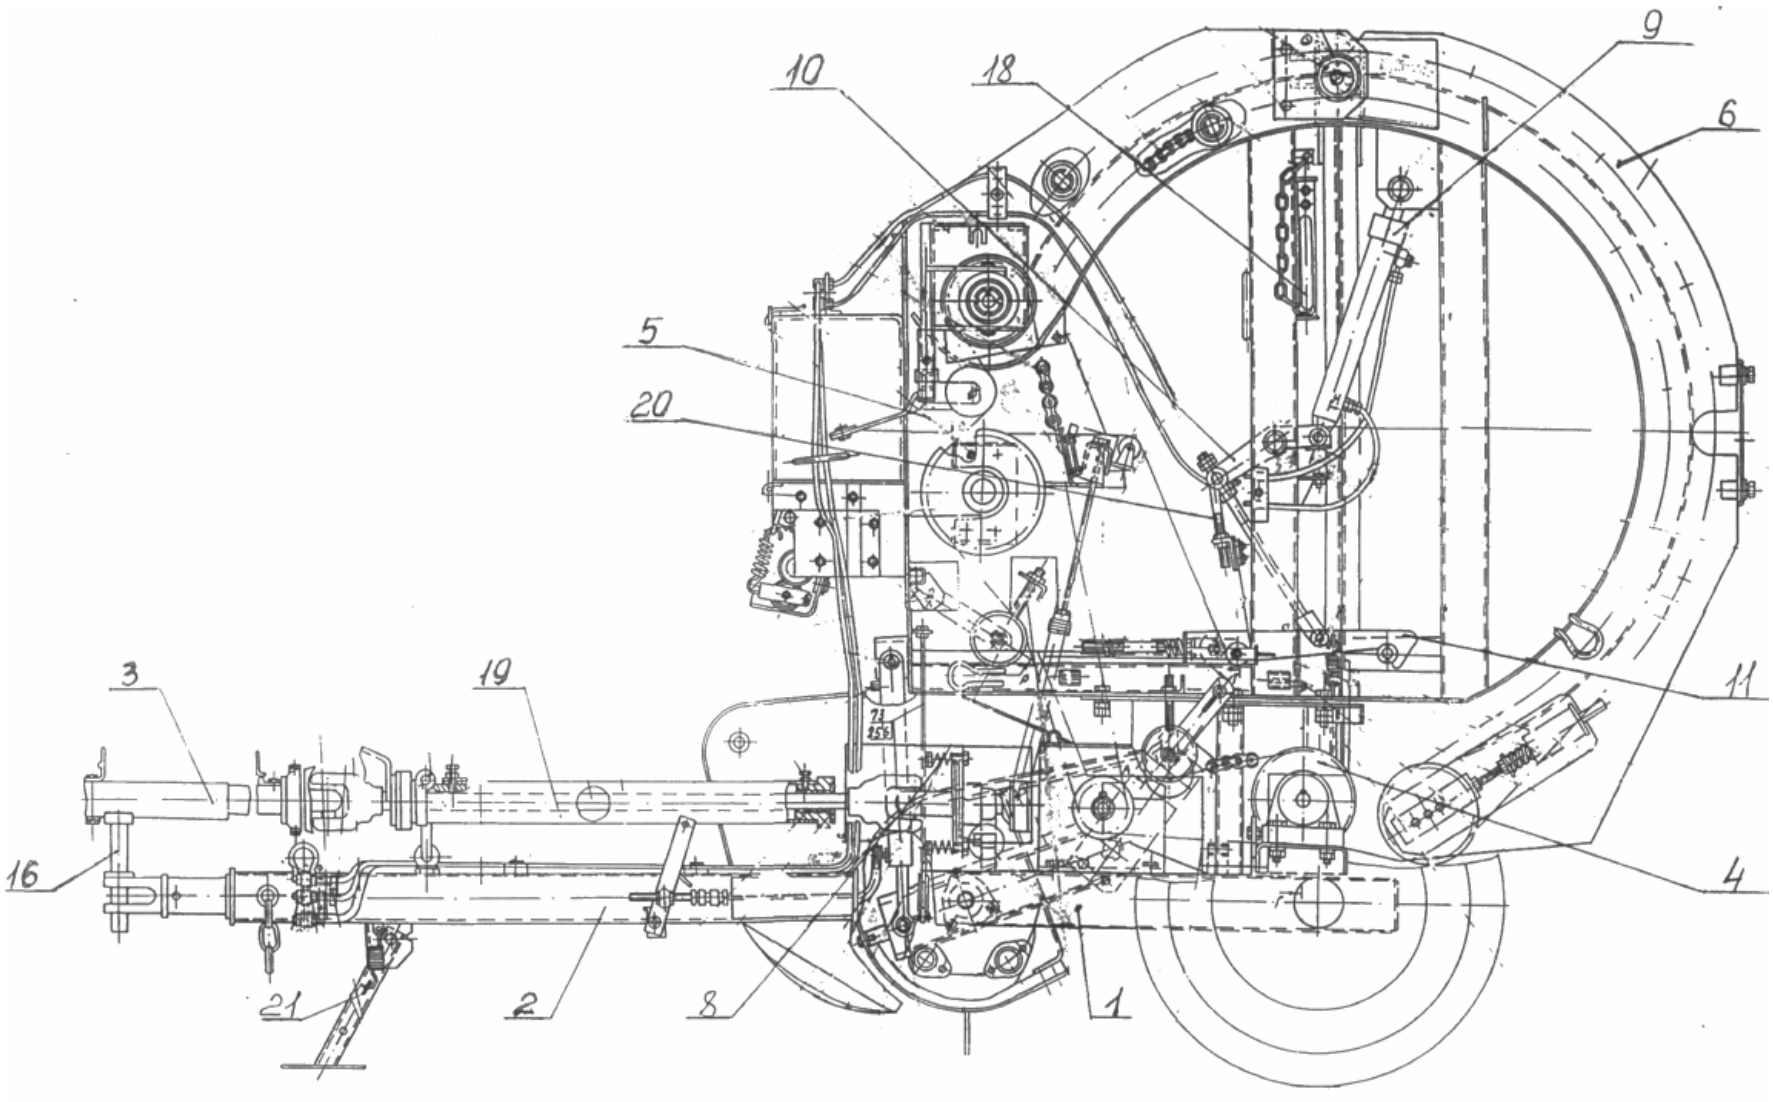

Рис.1
Регулировку производить изменением длины троса в месте присоединения его к натяжнику 20 (рис.1).
- зафиксируйте карданный вал 3 (рис.1) на опоре 16 из ЗИП машины;